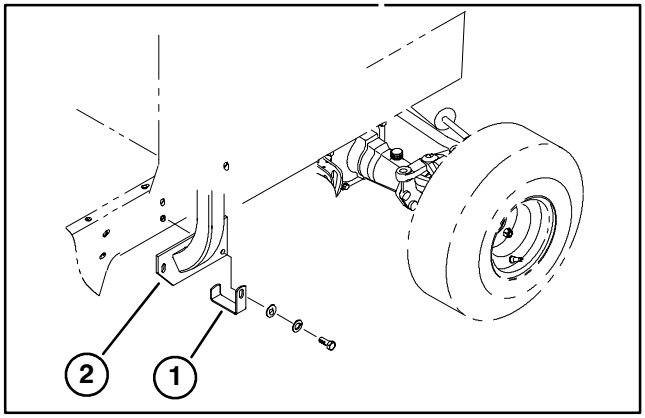

Figure 6
15. Remove capscrews and washers securing hose clamp and rear of ROPS to left side of machine (Fig. 6). Support ROPS with a hoist or equivalent so it does not tip or fall. Also, support hoses so they do not drop. Retain clamp for installation of components.